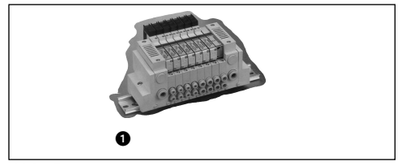

Abb. 5
Zum Trennen der Schlauchverbindung Spannring ❶ (Abb. 5) eindrücken, festhalten und Schlauch aus Steckverbinder ziehen. Spannring loslassen.